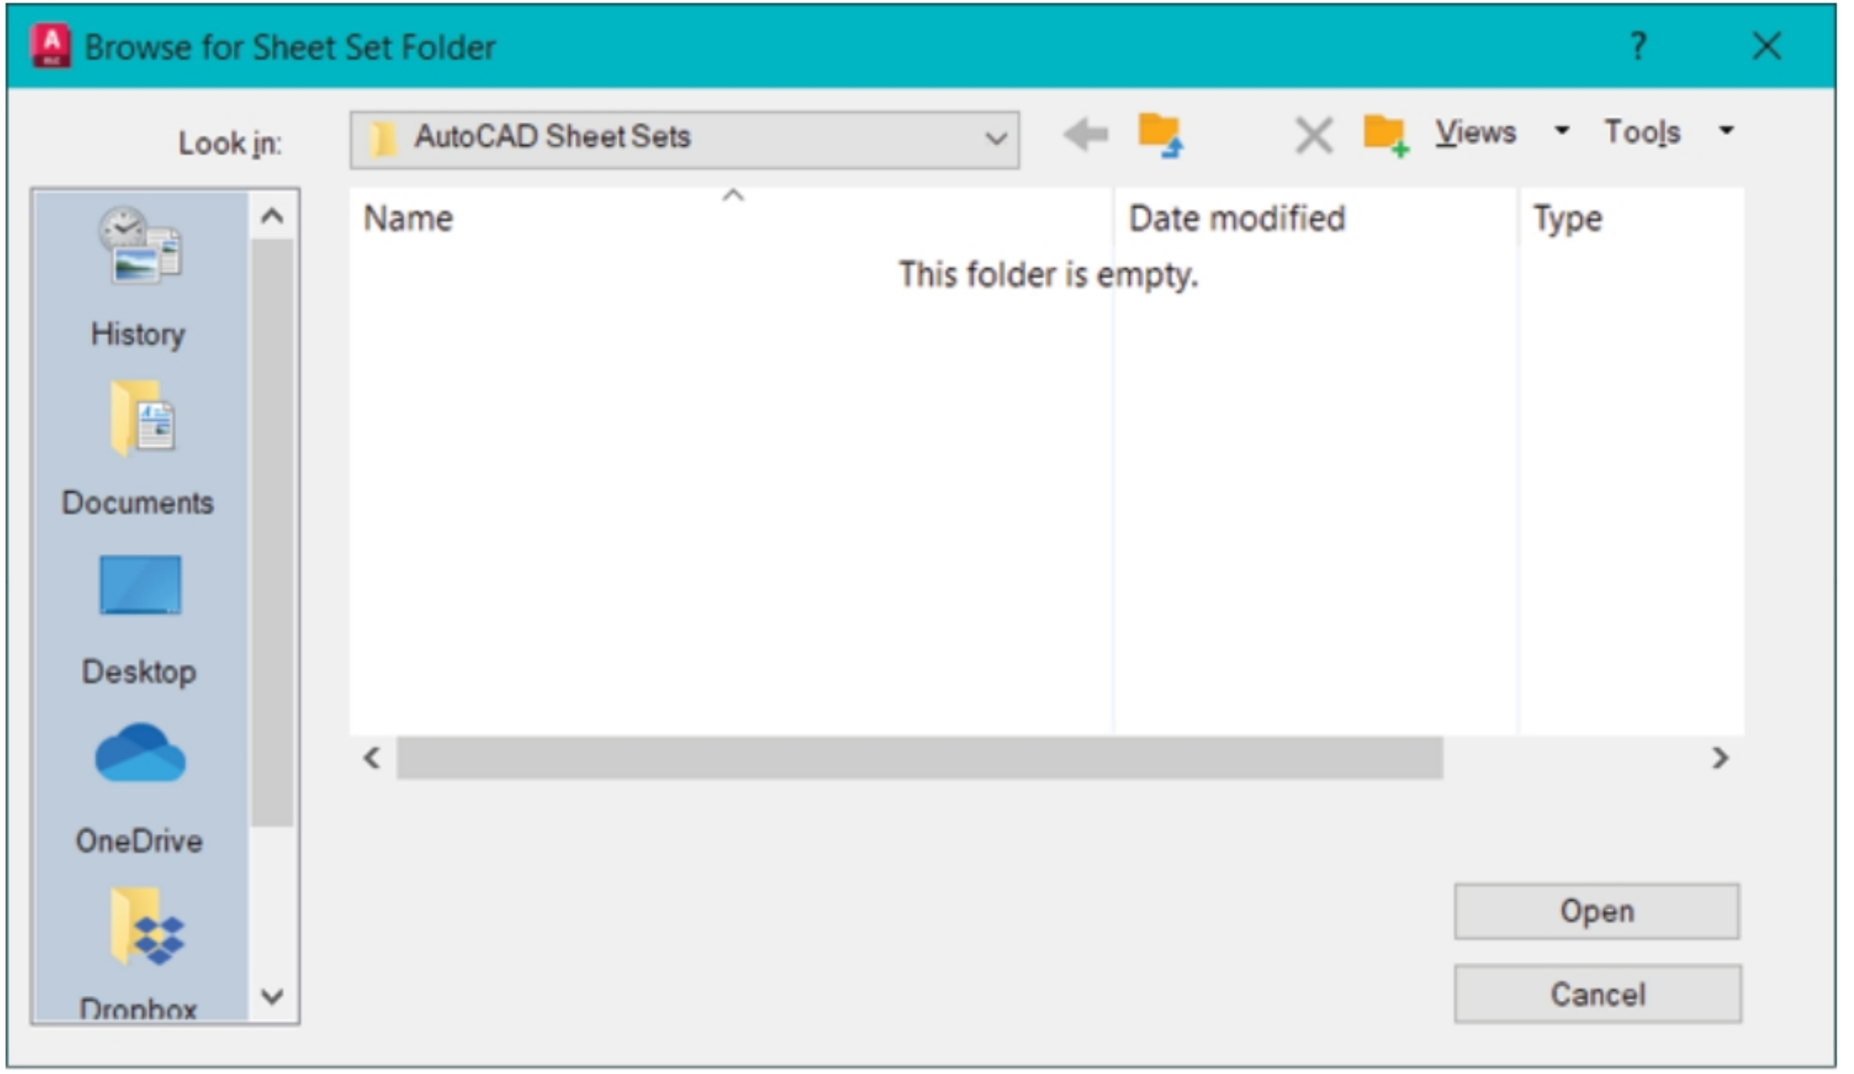

Figure-32. Browse for Sheet Set Folder dialog box
- Click on the **Browse** button next to **Store sheet set data file (.dst) here** edit box. The **Browse for Sheet Set Folder** dialog box will be displayed as shown in Figure-32.